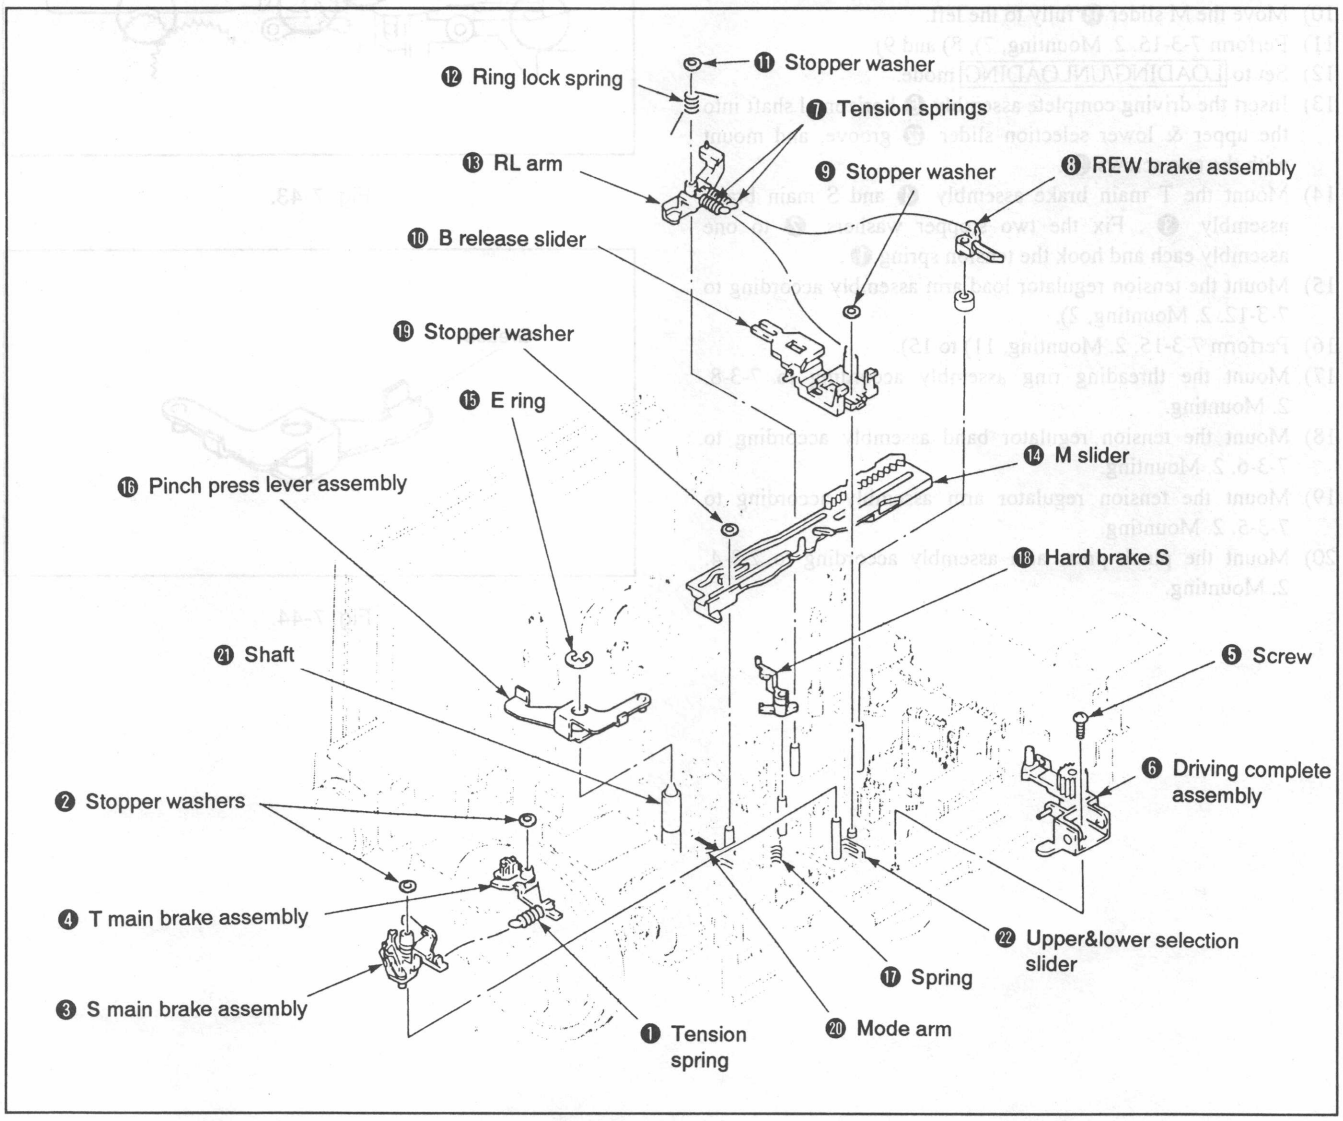

Fig. 7-41.
2) Mount the M-SW assembly ⓭ and the control motor cover L ❽, and tighten with the three screws ⓬.
7) Put a half drop of oil on the shaft ⓰. (See Fig. 7-41.)
1. Removal (See Fig. 7-41.)
2. Mounting (See Figs. 7-41. through 7-44.)